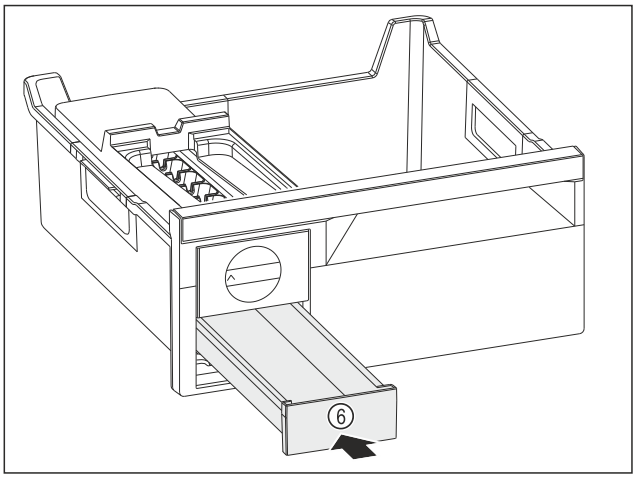

Fig. 150
▶ IJsblokjesvak *Fig. 150 (6)* inschuiven.